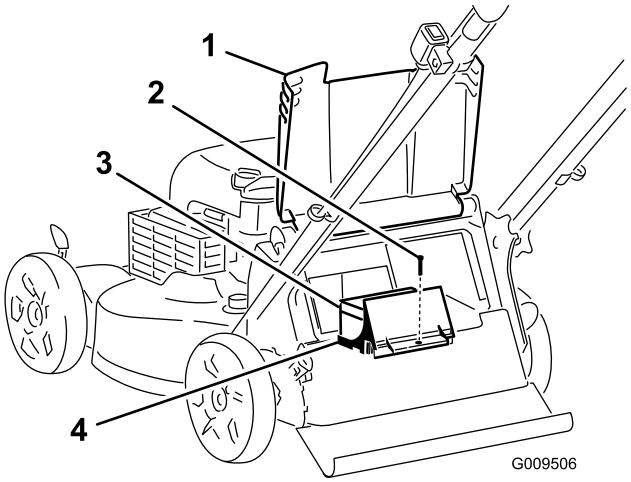

Figur 25
1. Höj och håll upp den bakre gräsriktaren och leta upp batterifacket (Figur 25).